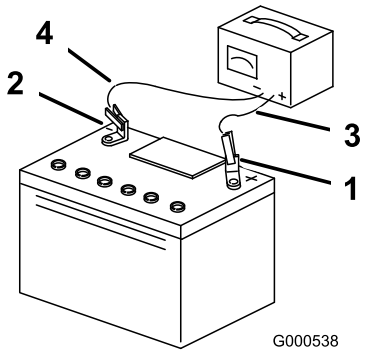

Figuur 43
3. Zodra de accu volledig is opgeladen, haalt u de acculader uit het stopcontact en maakt u vervolgens de oplaadkabels los van de accuklemmen (Figuur 43).